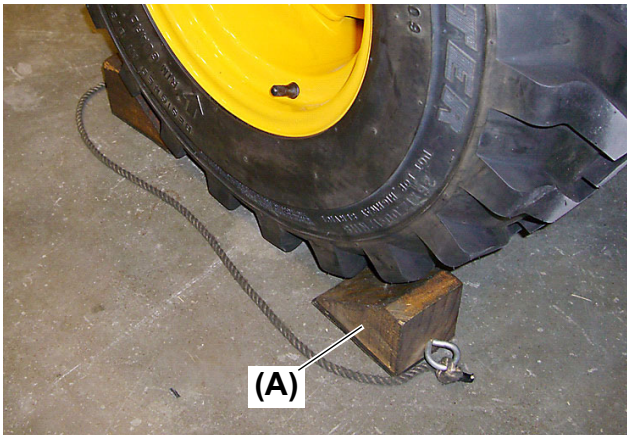

Fig. 1
1. Chock **(Fig. 1, (A))** the front tire to prevent accidental movement of the unit.